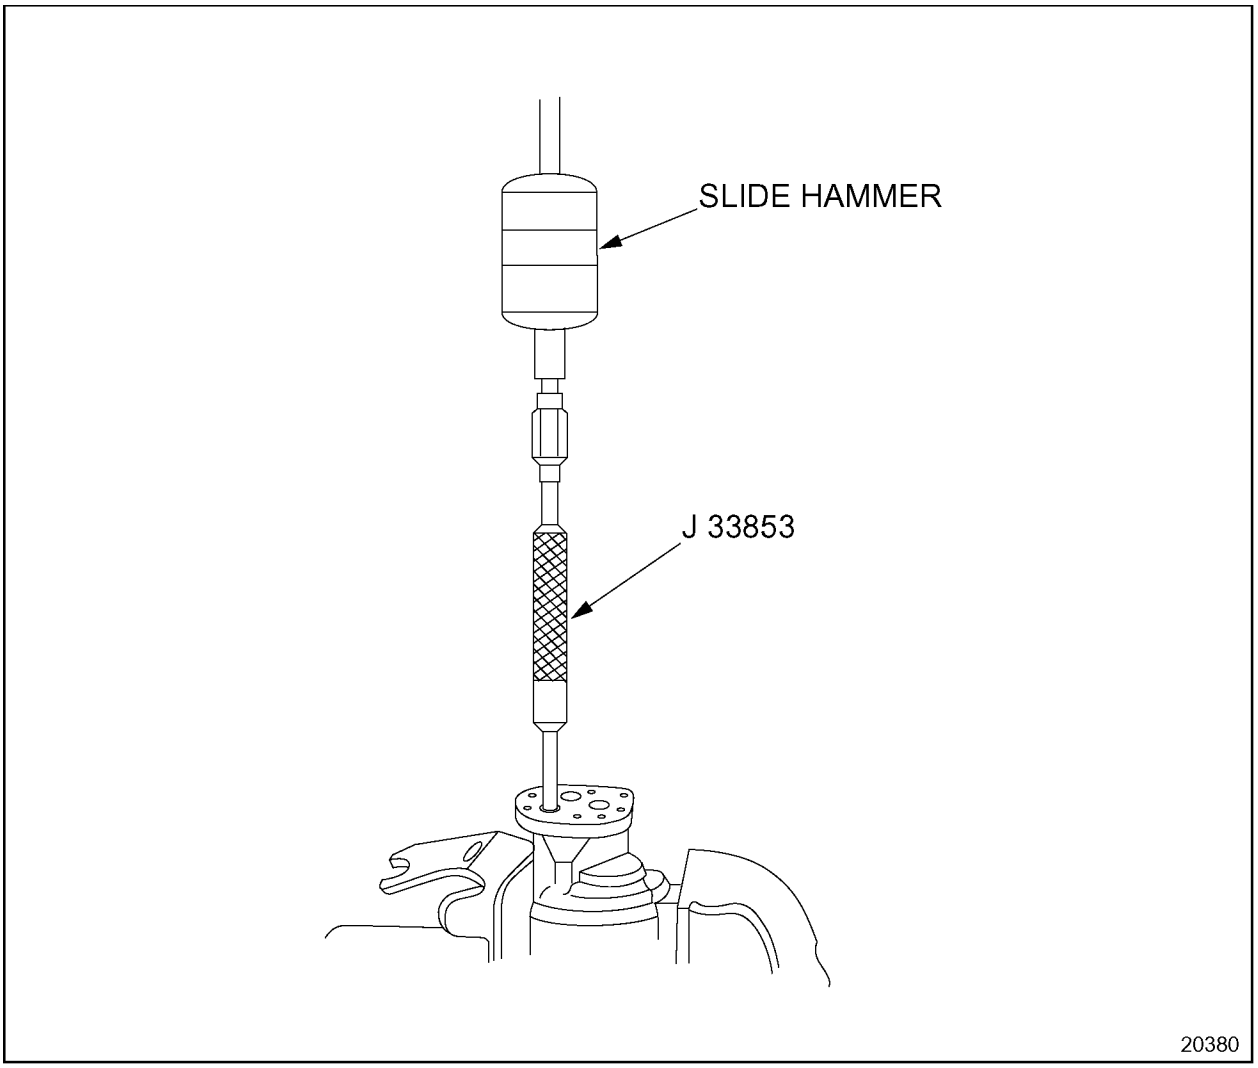

Figure 2-48 Needle Bearing Removal
14. Use needle bearing remover, J 33853, with slide hammer and remove the needle bearing assemblies from the pump body and cover. See Figure 2-48.